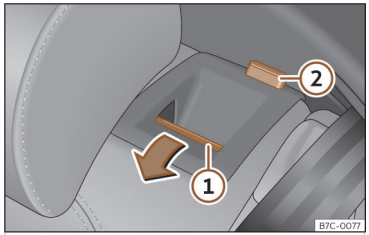

Abb. 90 Rücksitz: Rücksitzlehne vorklappen.
- Entriegelungstaste ››› **(Abb. 90)** ① nach vorn drücken und gleichzeitig die Rückenlehne umklappen. Die Rücksitzlehne ist entriegelt, wenn die rote Markierung des Tasters ② sichtbar ist.